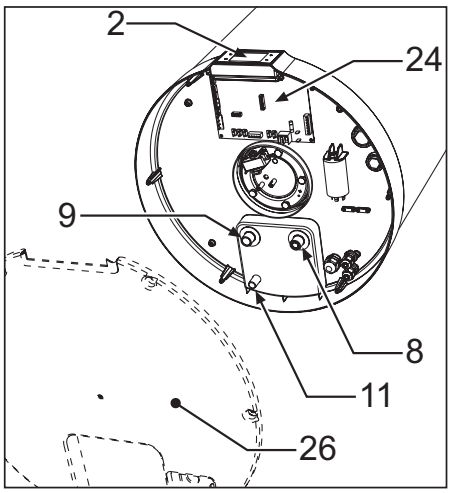
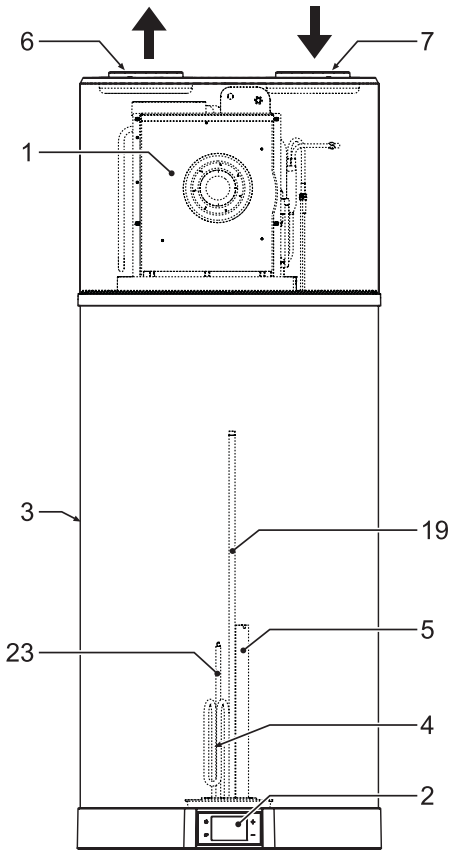
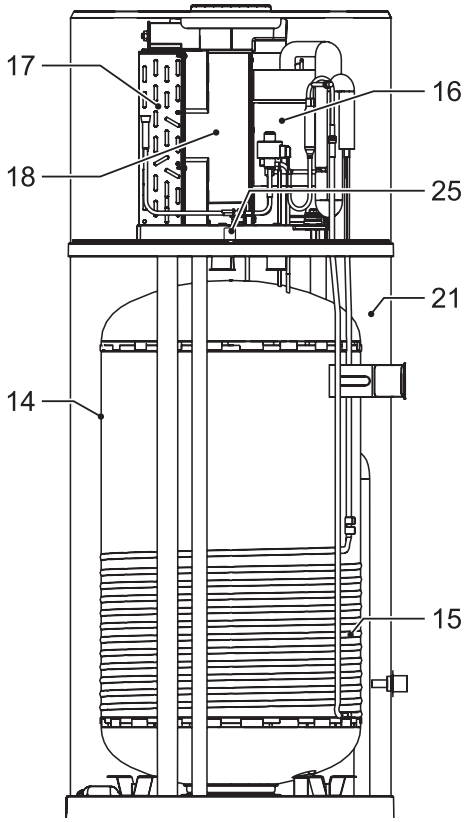

fig. 40
fig. 41
fig. 42
| REF. | DESCRIPTION (fig. 40 - fig. 41 - fig. 42) |
| F (ref. 8 - fig. 40) | 1/2”G | 163 | 163 | mm |
| G (ref. 9 - fig. 40) | 1/2”G | 163 | 163 | mm |
| H (ref. 11 - fig. 40) | 16 mm* | 68 | 68 | mm |